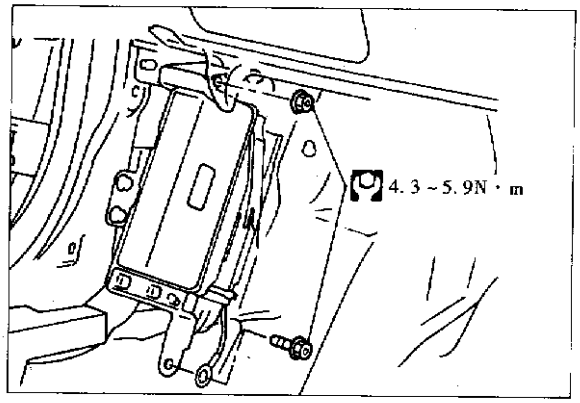

图 8－3－8
1. 拆卸(图 8－3－9)。
①拆除蓄电池线。
②排除制动液。
③对执行器的油管用不同颜色的油漆作记号。
④拆除接线、油管、固定螺母和执行器接地线。